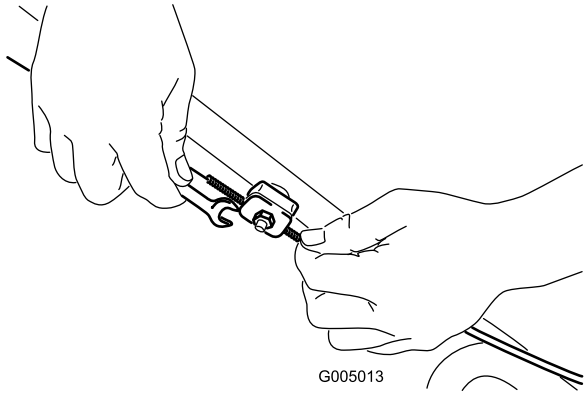

Figura 27
1. Afloje la tuerca del soporte del cable (Figura 27).